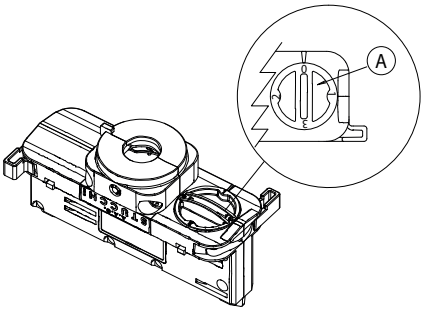

Abb. 3 Wahlschalter Phase
Wenn die Stromschiene an eine 3-Phasen-Anlage angeschlossen ist, kann ausgewählt werden, über welche Phase (L1, L2 oder L3) der einzelnen Strahler gespeist wird. Dazu den Wahlschalter (A) vom Adapter entsprechend einstellen (Abb. 3).